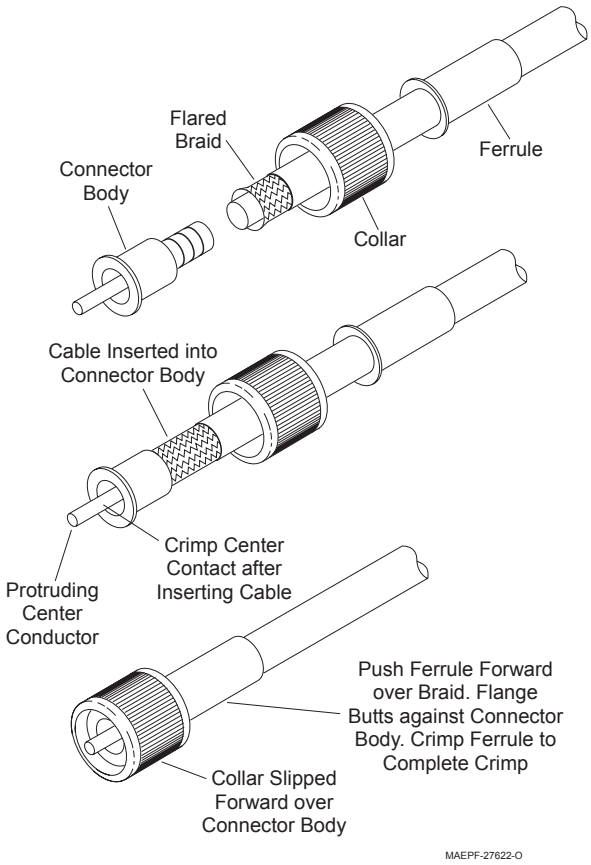

Figure 10.
1. Slip ferrule and collar onto cable. See Figure 10.
3. Insert stripped cable into plug body until conductor is exposed (front end) and dielectric bottoms inside body. See Figure 10.
5. Push collar forward onto plug assembly. Fit cable braid over support sleeve of connector. See Figure 10.
6. Push ferrule over braid until flange butts against connector body. Refer to Figure 10. Using the correct crimp area of tool, crimp ferrule close to plug body. Crimp ferrule for a second time close to cable end.